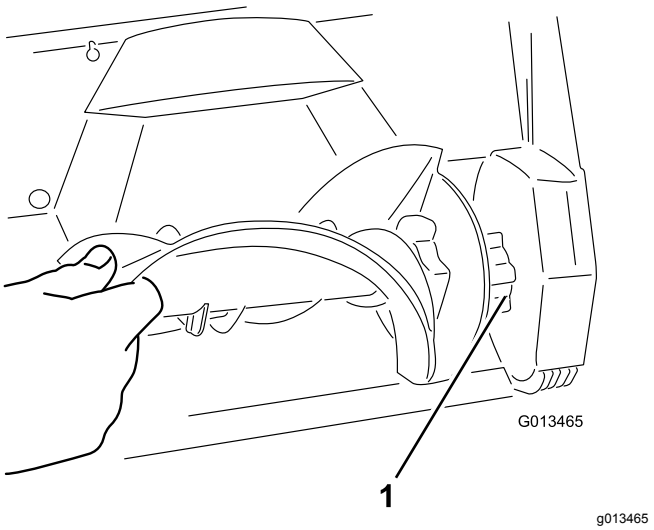

Figur 17
4. Sett inn den nye rotoren ved å sette inn enden av rotoren på monteringsenden i huset, og vri på rotoren til den knepper på plass (Figur 17).